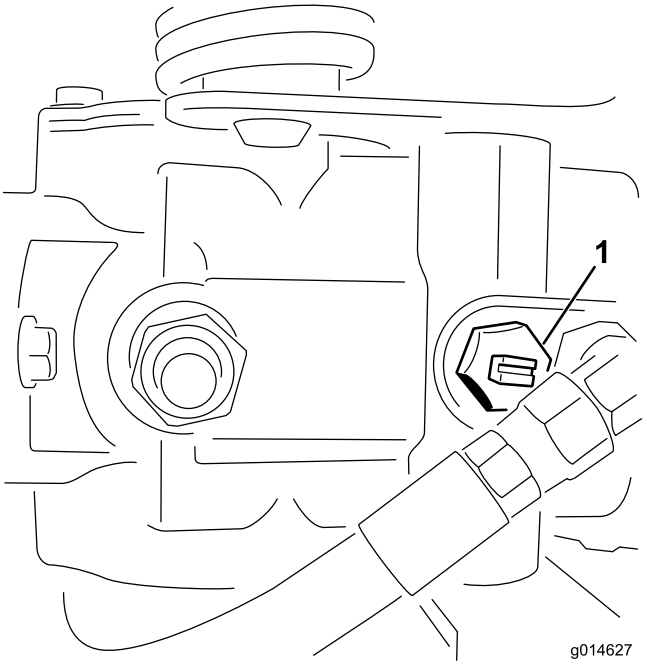

Figuur 40
1. Ga naar de omloopklep op de pomp en draai deze zodat de sleuf verticaal staat (Figuur 40).
2. Voordat u de motor start, moet u de omloopklep sluiten door deze zo te draaien dat de sleuf horizontaal staat (Figuur 40). U mag de motor niet starten als het ventiel open is.